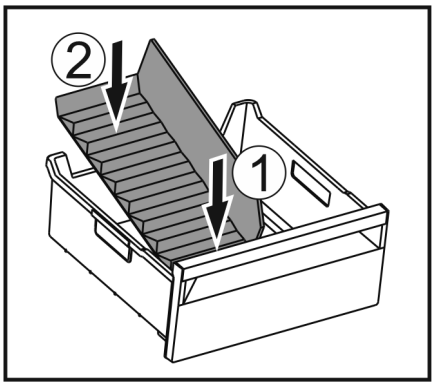

Fig. 187
▶ 装入冰格分隔器前部。 *Fig. 187 (1)*
▶ 将冰格分隔器后部放低至抽屉底板。 *Fig. 187 (2)*